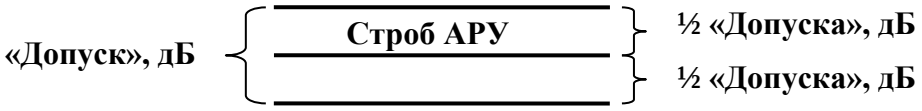

Рисунок 12 – Строб АРУ
6.3.1.2.7.2.5 Пункт «**Допуск**» - задает границы допуска установки уровня сигнала. Изменяется в пределах от 0 до 6 дБ с шагом 0,1; 1,0 дБ (рисунок 12).